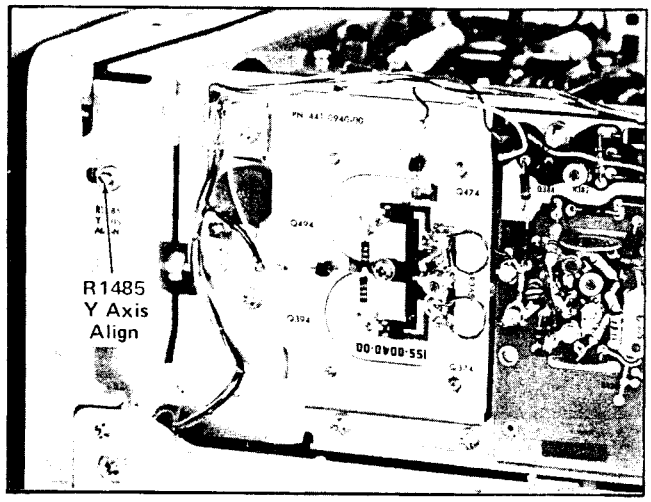

Fig. 5-6. Location of Y AXIS Alignment adjustment (left side).
b. ADJUST–Y Axis Align adjustment, R1485 (see Fig. 5-6) to align the markers with the center vertical line.